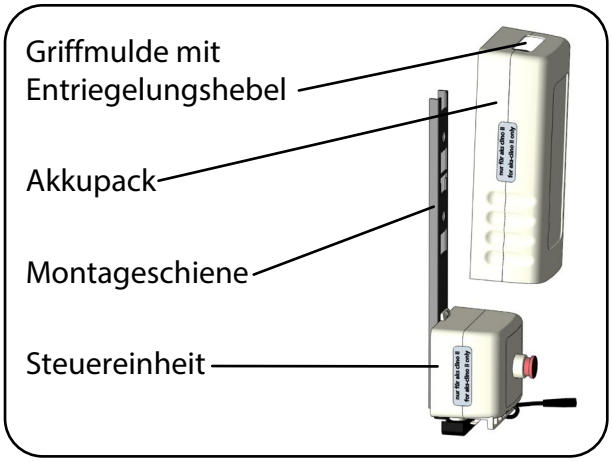
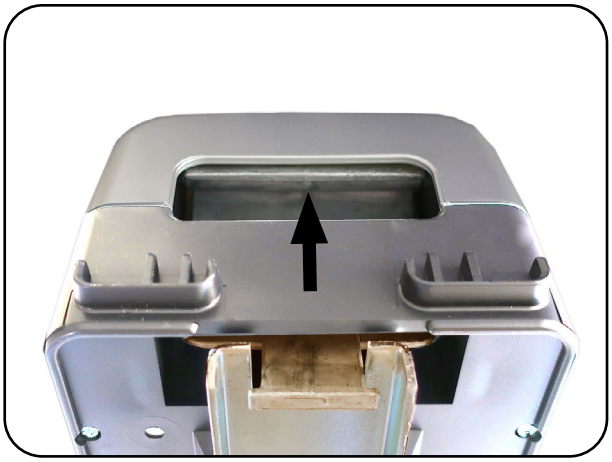

Abb. 8.7.01 – Akkupack abnehmen
Abb. 8.7.02 – Entriegelungshebel am Akkupack
2. Greifen Sie von oben in die Griffmulde am Akkupack und ziehen Sie mit den Fingern den Entriegelungshebel nach oben (Abb. 8.7.01 und Abb. 8.7.02).
3. Ziehen Sie gleichzeitig das Akkupack nach oben aus der Halterung (Abb. 8.7.01).
2. Greifen Sie von oben in die Griffmulde am Akkupack (Abb. 8.7.01).